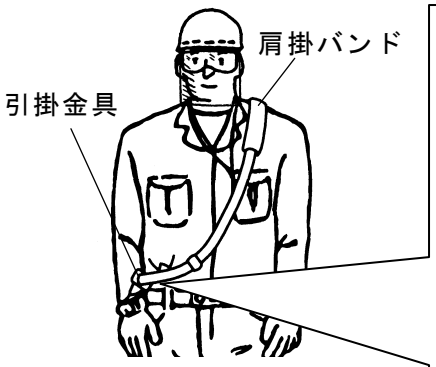

図.1
① 肩掛バンドは消耗品です。切れ、ほつれ、損傷等が無いことを確認し、図.1のように装着してください。